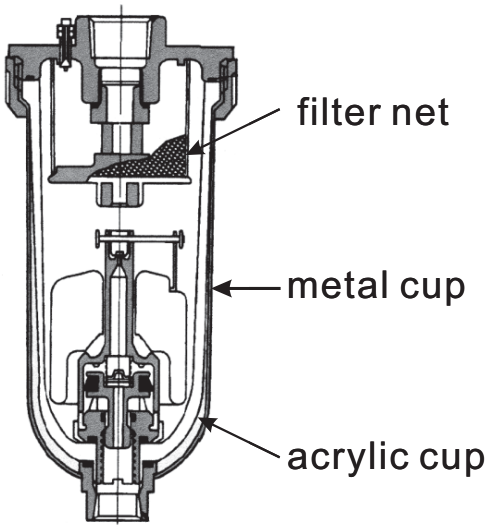

Fig. 1
1. Check the automatic water drainer (Fig. 1) every day for any blocking or leakage. When obstruction is spotted, remove the water drainer right away by disassembling parts like the internal filter net, the ballcock and the acrylic cup, etc. Use soap water or neutral detergent to clean. Erosive solvents like petroleum, toluene and rosin, etc. are forbidden.